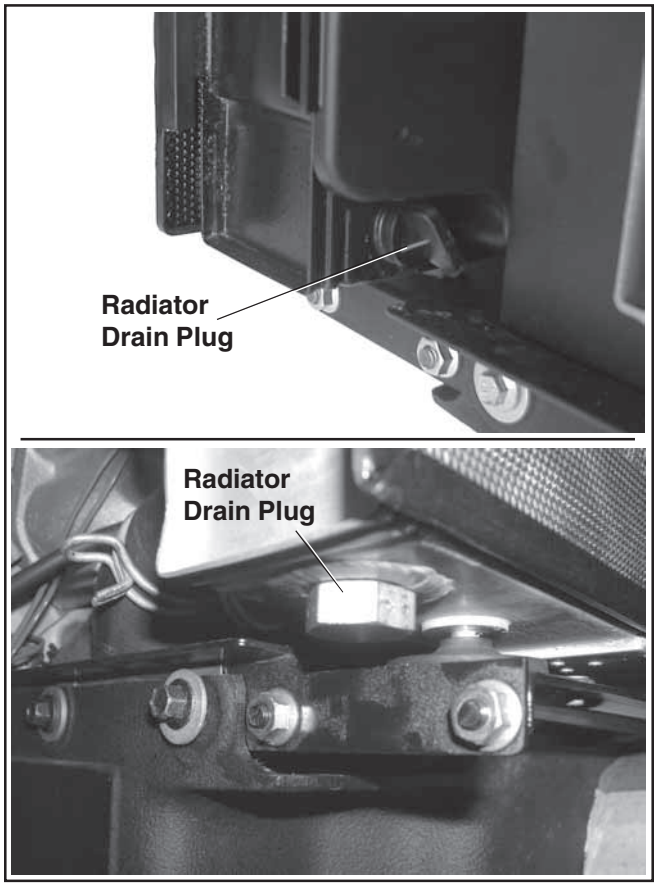

Figure 11. Radiator Drain Plug Location.
2. Check if the radiator is cool to the touch. Slowly loosen the radiator cap to the first stop and allow any pressure to bleed off. Then loosen it fully and remove it. Loosen/remove radiator drain plug and allow coolant to drain. See Figure 11.
3. If equipped, remove the coolant drain plugs located on each side of the engine block. See Figure 11. Drain the coolant into a suitable container. After the coolant has drained completely, apply pipe sealant with Teflon® (Loctite® No. 592 or equivalent), to the threads and reinstall the plugs. Torque the two plugs to **13.5 N·m (120 in. lb.)**.